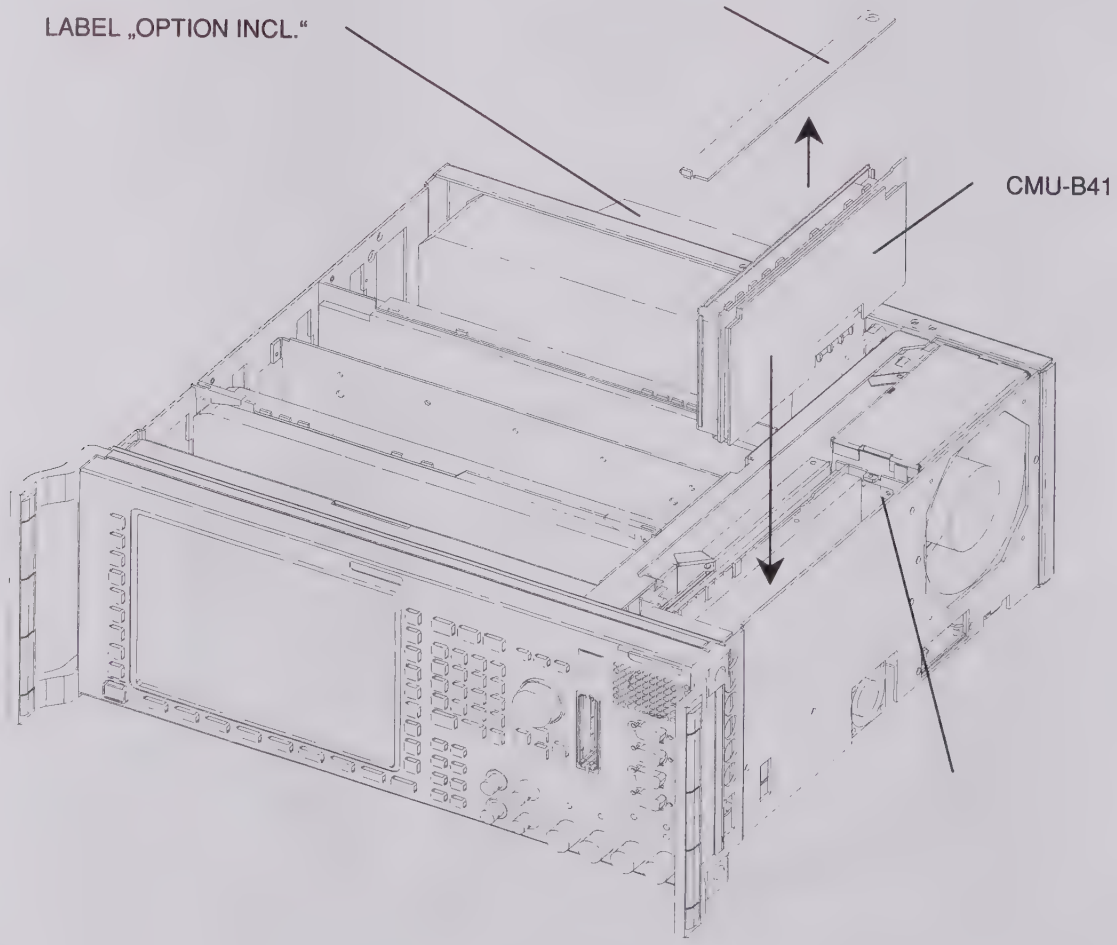

**Fig. 3**
- Remove clamp. Take off vent cover between air duct and cage since it is no longer needed (Fig. 3).
- Mount clamp again (Fig. 3).